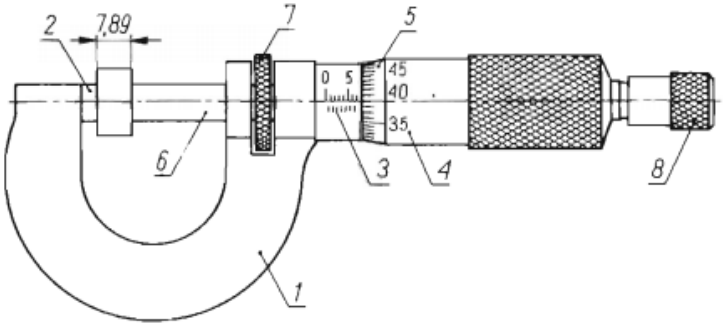

**Rys. 2-10.** Mikrometr zewnętrzny
**Mikrometr zewnętrzny** (**rys. 2-10**) jest przeznaczony do pomiaru długości, grubości i średnicy z dokładnością do 0,01 mm. Składa się on z kabłąka *1*, którego jeden koniec jest zakończony kowadełkiem *2*, a drugi nieruchomą tuleją z podziałką wzdłużną *3* i obrotowym bębnem *4*, z podziałką poprzeczną *5*. Poza tym mikrometr jest wyposażony we wrzeciono *6*, zacisk ustalający *7* i pokrętło sprzęgła ciernego *8*. Wrzeciono ma nacięty gwint o skoku 0,5 mm i jest wkręcone w nakrętkę zamocowaną wewnątrz nieruchomej tulei z podziałką wzdłużną. Obracając bęben można dowolnie wysuwać lub cofać wrzeciono. Aby dokonać właściwego pomiaru i uniknąć uszkodzenia gwintu, przez zbyt mocne dociśnięcie czoła wrzeciona do powierzchni mierzonego przedmiotu, mikrometr jest wyposażony w sprzęgło cierne z pokrętłem. Obracając pokrętłem sprzęgła ciernego, obracamy wrzeciono do chwili zetknięcia go z mierzonym przedmiotem lub kowadełkiem, po czym sprzęgło ślizga się i nie przesuwa wrzeciona. Położenie wrzeciona ustala się za pomocą zacisku. Nieruchoma tuleja z podziałką jest wyposażona w kreskę wskaźnikową wzdłużną, nad którą jest naniesiona podziałka milimetrowa. Pod kreską wskaźnikową są naniesione kreski, które dzielą na połowy podziałkę milimetrową (górną). Na powierzchni bębna jest nacięta podziałka obrotowa poprzeczna dzieląca obwód bębna na 50 równych części.